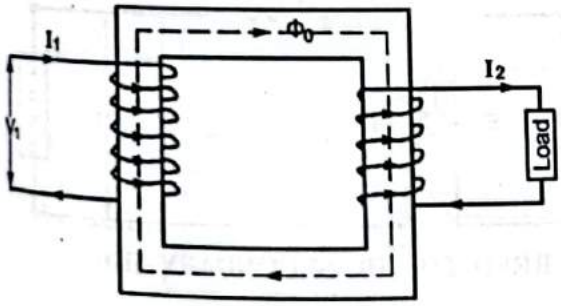

FIG. 3.20(d)
(4) Thus the flux is restored to its original value $\phi_0$ as shown in Fig. 3.20(d). Hence when the transformer is on load, the primary winding has two currents in it. One is $I_0$ and the other is $I_2'$, which is in antiphase with $I_2$ and K times in magnitude. The total primary current ($I_1$) is the vector sum of currents $I_0$ and $I_2'$.